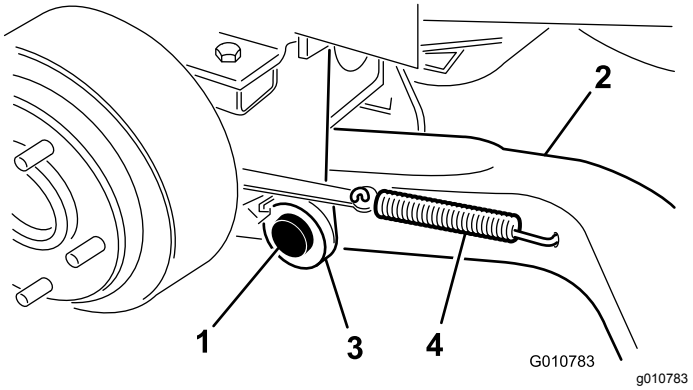

Figur 5
4. Montera en lyftarm (med kulledsänden utåt) på tappfästet med en svängtapp och en saxpinne (5/32 x 1 3/4 tum) (Figur 5).
6. Kroka fast bromsreturfjädern i lyftarmens hål (Figur 5).